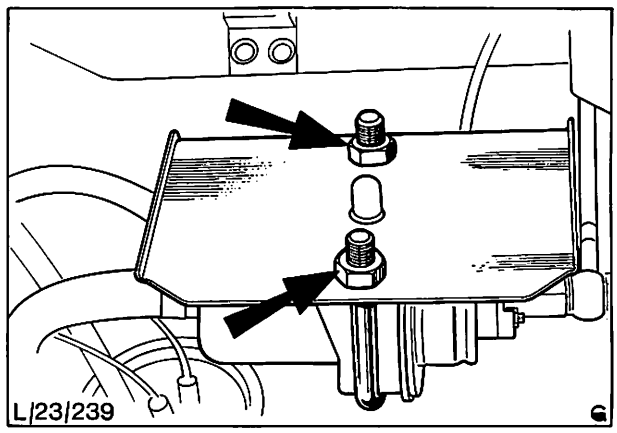

Abb. 95 Befestigungsmuttern – Kraftstoffpumpe
6. Kraftstoffpumpe aus der Halterung lösen (2 Muttern mit Scheiben), Abb. 95, und abbauen.